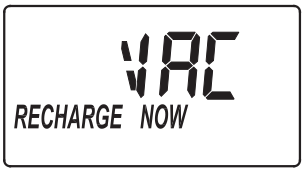

FIG. 21
1. Mantenga oprimido el botón CLEAN (Limpiar) durante unos segundos, hasta que destelle la frase “RECHARGE NOW” (Recargar ahora) en la pantalla, como se ilustra en la Fig. 21.